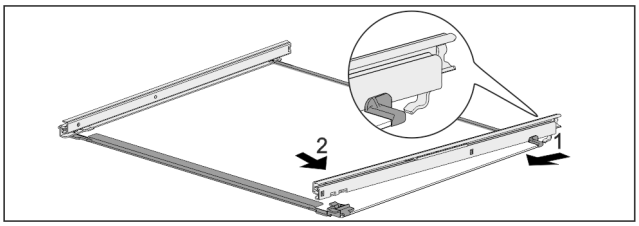

Fig. 128 Placa de sticlă cu șine
▶ Agățați șina în partea din spate. *Fig. 128 (1)*
▶ Înclichetați șina în partea din față. *Fig. 128 (2)*